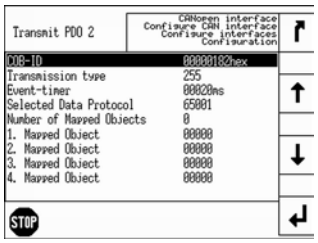

Fig. 191: TPDO configuration for 2nd IKD 1 (example HMI)
1. Set up TPDO2 for the easYgen on the front panel as shown in (Fig. 191).